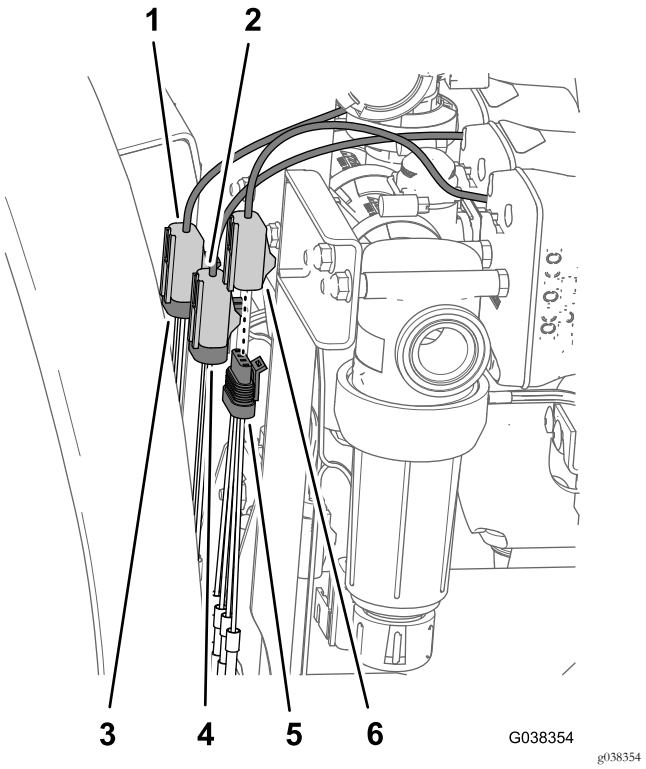

Figura 57
1. Ligue a cablagem da válvula de 3 pinos identificada VÁLVULA DE PULVERIZAÇÃO PRINCIPAL no conector de 3 tomadas para a válvula de pulverização principal (Figura 57).
2. Ligue a cablagem da válvula de 3 pinos identificada VÁLVULA DE AGITAÇÃO no conector de 3 tomadas para a válvula de agitação (Figura 57).
3. Ligue a cablagem da válvula de 4 pinos identificada VÁLVULA DE APLICAÇÃO no conector de 4 tomadas para a válvula de aplicação (Figura 57).